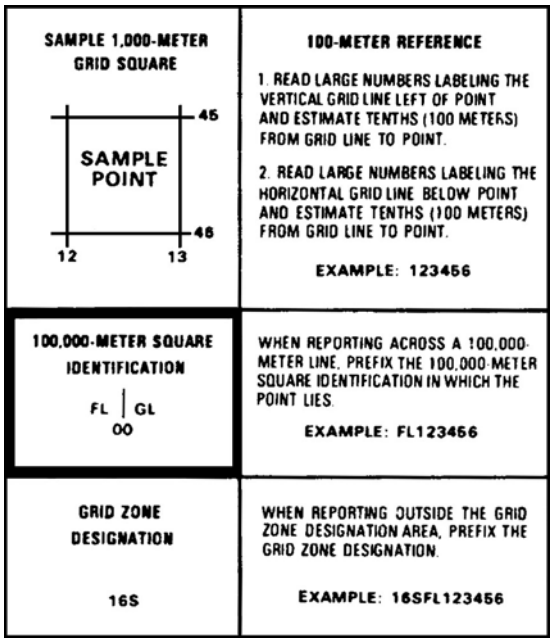

Figure C-18. Grid reference box
g. To determine the correct two-letter 100,000-meter-square identifier, look at the grid reference box in the margin of the map (figure C-18).